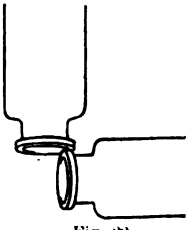

Fig. 22.
1. Try to pour hydrogen upward as follows. Hold in the left hand an *inverted* empty (*i.e.*, filled with air) rec., and take an inverted rec. of hydrogen in the right, and gradually but quickly turn the latter so as to bring its mouth under that of the former (Fig. 22) in such a way that the two gases may change places. Now after two or three seconds bring each, one at a time, to the flame. Describe your result, and state what property of H it illustrates.